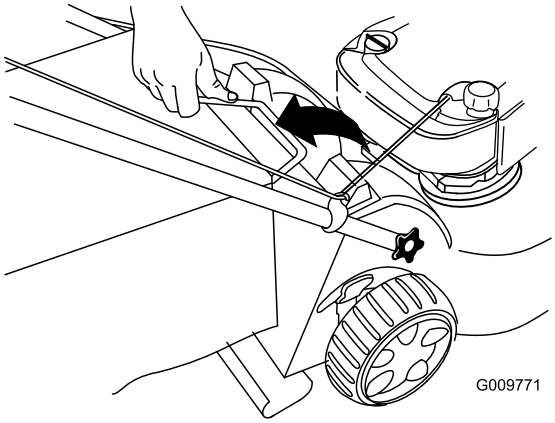

Figur 29
2. Lyft ut gräsuppsamlarens handtag ur skårorna längst upp på maskinen och ta bort uppsamlaren (Figur 29).